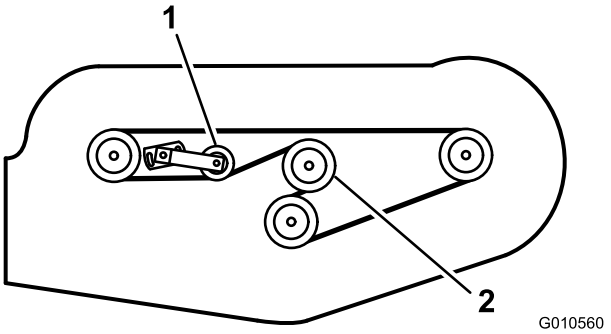

**Figuur 31**
6. Bevestig de nieuwe riem rond de poelie van de tandwielkast, de spanpoelies, de stationairpoelie en de verstelbare spanpoelie (Figuur 31).